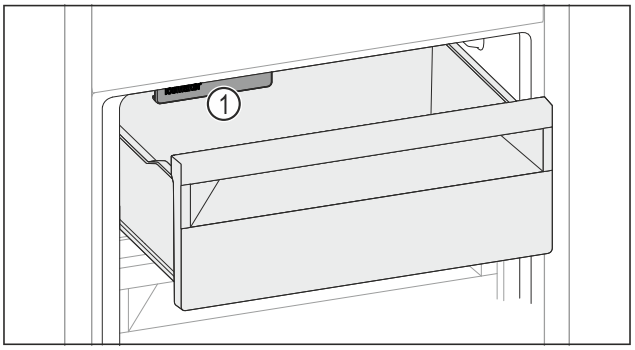

Fig. 164
▶ Watch out for the IceMaker *Fig. 164 (1)*.